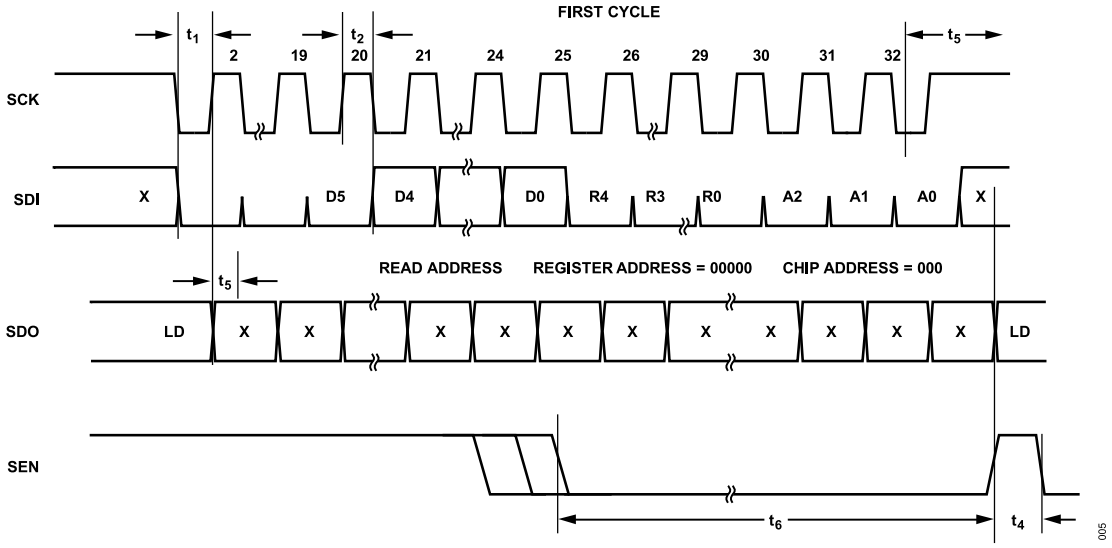

Figure 31. Open Mode: Serial Port Timing Diagram, Read Operation, First Cycle
A typical read cycle is shown in Figure 31 and Figure 32.
1. The master (host), on the first 24 falling edges of SCK places 24 bit data, Bits[D23:D0], with the MSB first, on SDI, as shown in Figure 31 and Figure 32. Set Bits[D23:D5] to zero. Bits[D4:D0] is the address of the register to be read on the next cycle.